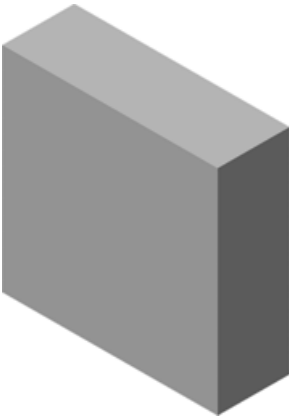

Рис. 8.95
- Нажмите кнопку **Создать объект** ↵. Система сформирует объемный элемент в виде прямоугольного параллелепипеда, который охватит деталь **Крышка** со всех сторон, в результате чего она станет невидимой (рис. 8.95).